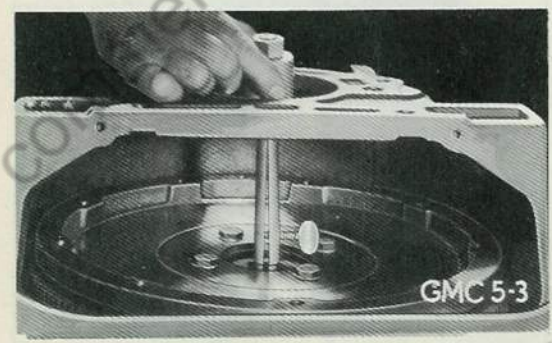

Fig. 15 Removing Pilot Bearing
A. To Remove Pilot Bearing—Transmission and clutch must be removed from chassis before pilot bearing is accessible. The following instructions for pilot bearing removal are based on the use of a special puller tool as illustrated in Fig. 15. A suitable puller of this kind should be used to remove this bearing without damage.